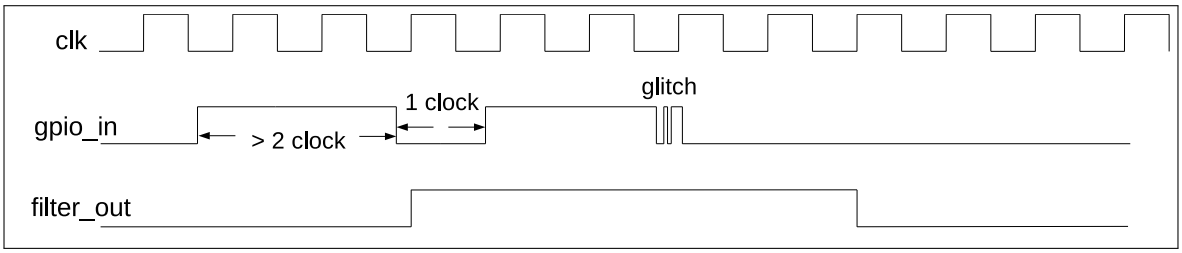

图 7-4. GPIO 输入信号滤波时序图
2. 可选：置位 IO_MUX_GPIOx_FILTER_EN 使能 GPIO 管脚的输入信号滤波功能，如图 7-4 所示。只有当输入信号的有效宽度大于两个时钟周期时，输入信号才会被采样。否则，输入信号将会被滤掉。